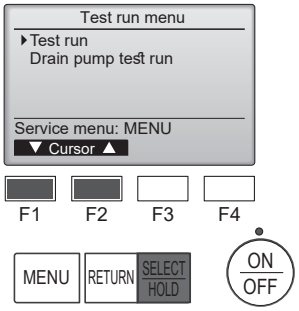

Fig. 7-2
② Dans le Menu test de fonctionnement, sélectionnez "Test run" (Test fonctions) puis appuyez sur la touche [SELECT/HOLD]. (Fig. 7-2)
③ Le test fonctions démarre et l'écran Test fonctions s'affiche.